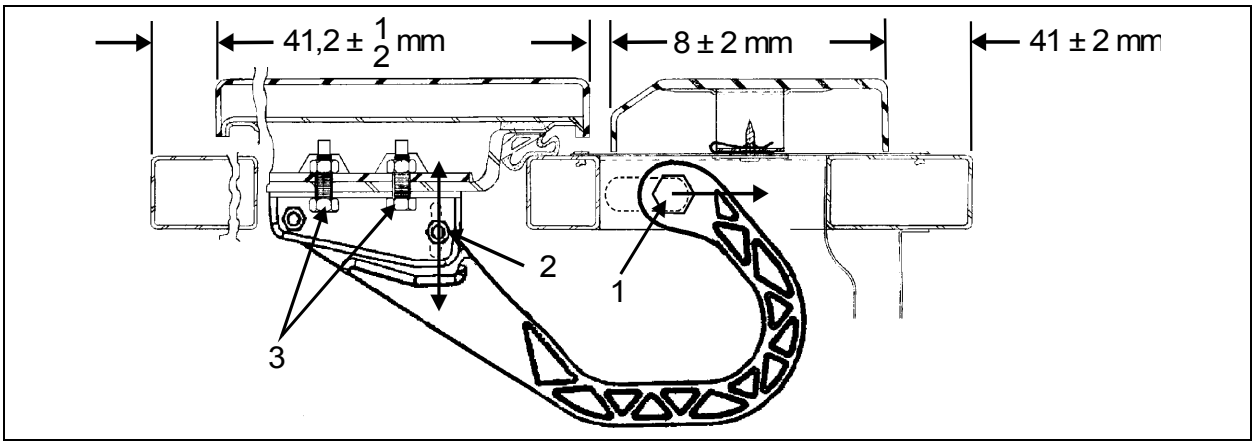

FIGURE 61: EVAPORATOR DOOR 18198
2. Loosen nut (1, Fig. 61).
4. Tighten nut (1, Fig. 61).
5. Loosen nut (2, Fig. 61). Hinge allows the door to be shifted "IN or OUT".
7. Loosen screws (3, Fig. 61). Screws allows the door to be shifted "UP or DOWN".